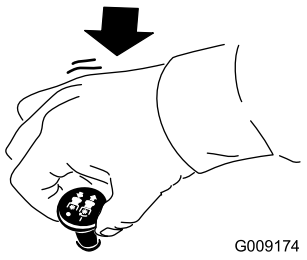

Figur 20
1. Deaktiver knivene ved å flytte knivkontrollbryteren til AV-stillingen (Figur 20).